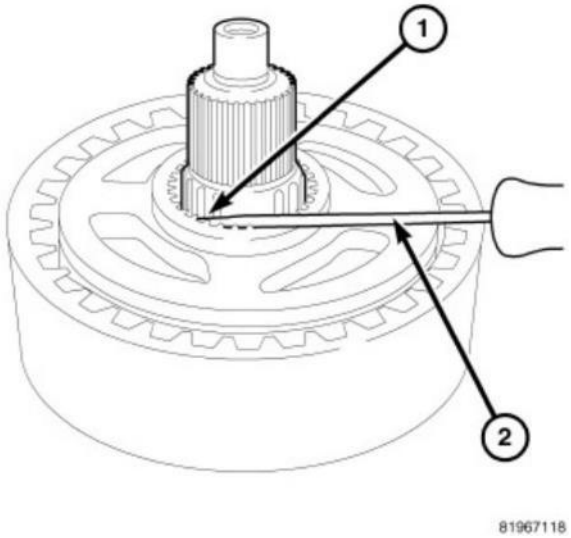

Figure 34 – Split Needle Bearing
49. Using a small pick (2) remove and **DISCARD** the split needle bearing (1) from transfer shaft (Figure 34).
66. Install a **NEW** split bearing (1) using a small pick (2) to properly position it (Figure 34).